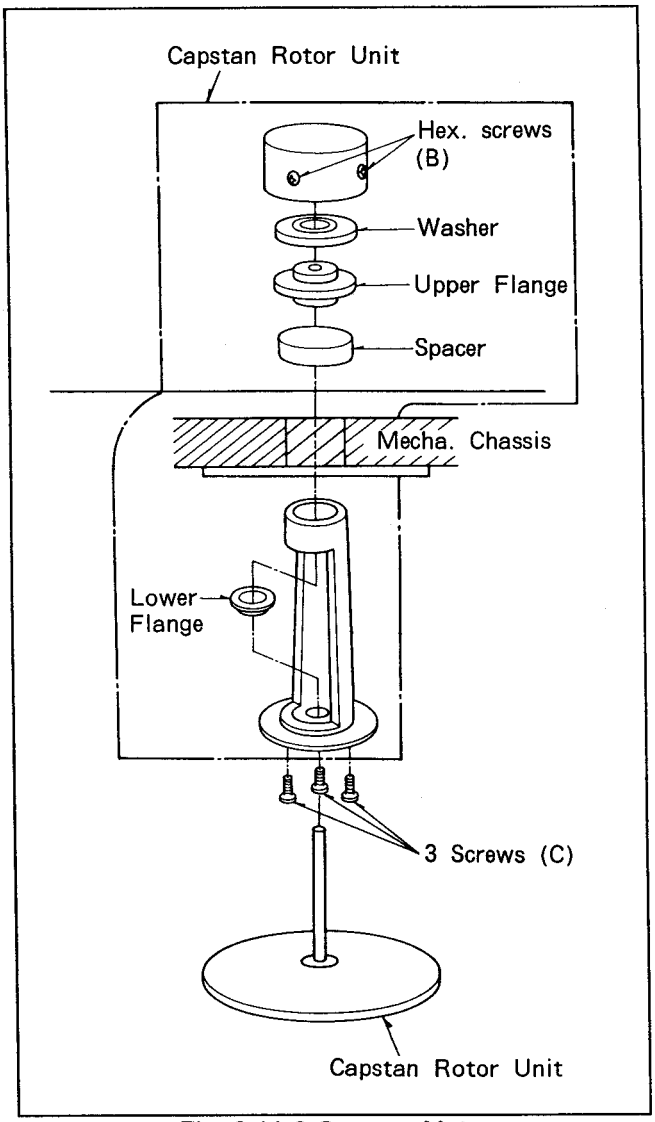

Fig. 6-11-2 Capstan Motor
1. Remove the Shield Plate and L1, L2, L3, L4 P.C.Board, refer to item 1-4.
3. Remove the 2 screws (A) and remove the Capstan Motor Cover as shown in figure 6-11-2.
4. Loosen the Hex, Screws (B) and remove the Capstan Shaft Holder, Washer, Upper Flange and Spacer as shown in figure 6-11-2.
5. Pull out the Capstan Rotor Unit shown in figure 6-11-2.
6. Unscrew the 3 screws (C) and pull off the Capstan Housing Unit and Lower Flange as shown in figure 6-11-2.